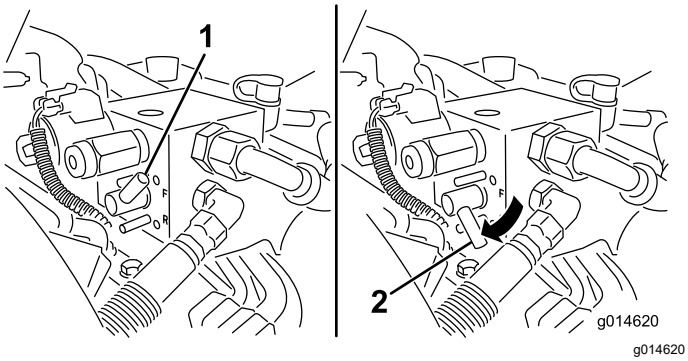

Rysunek 52
5. Ustaw dźwignię ostrzenia w położeniu OBROTÓW WSTECZNYCH (R) (Rysunek 52).